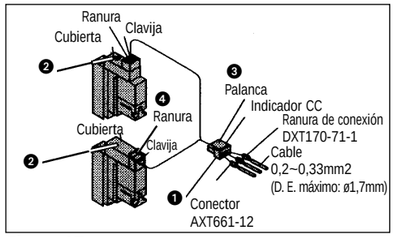

Figura 17
Conexión eléctrica del cable con conector (Figura 17)
Inserte el conector ❶ (Figura 17) en las clavijas de la electroválvula ❷ (Figura 17) de manera que el borde de la palanca ❸ quede asegurado en la ranura ❹ (Figura 17) de la cubierta del solenoide.
Desconexión (Figura 17)
Presione la palanca ❸ (Figura 17) contra el conector ❶ (Figura 17) y extráigalo en dirección recta del solenoide ❷ (Figura 17).